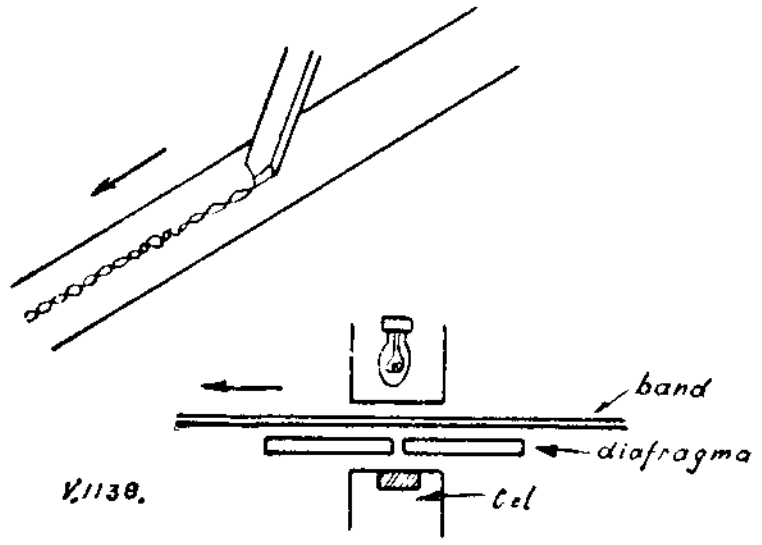

Fig. 2
2. Het Philips-Miller systeem (fig. 2)